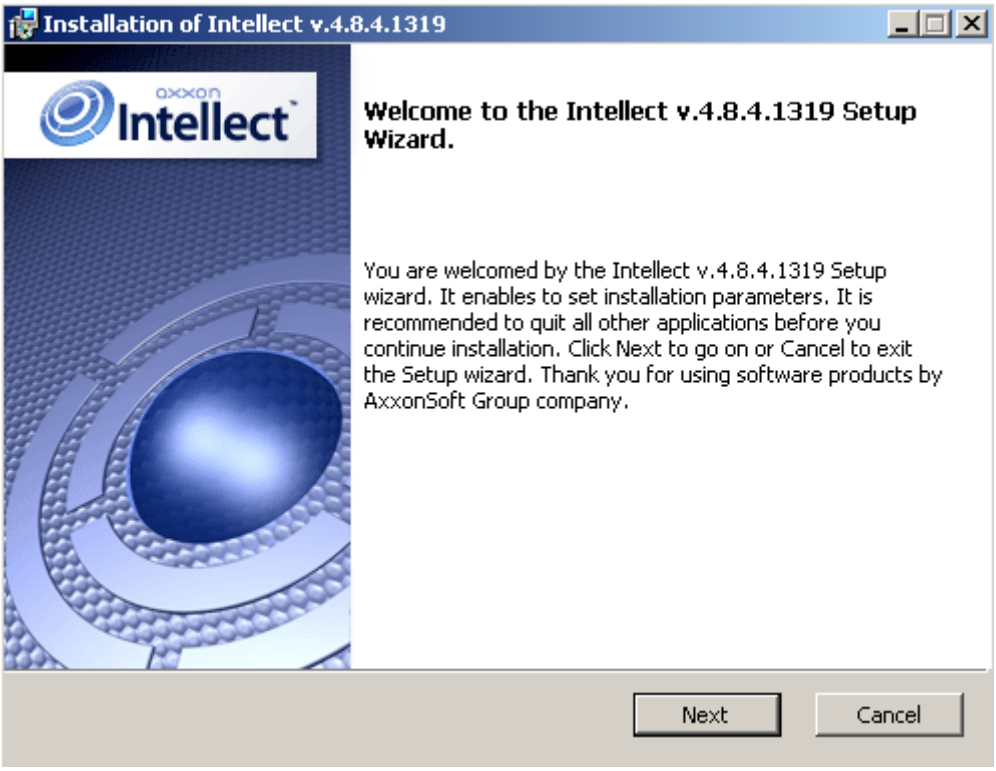

Figure 5.1-8 Welcome to installation wizard
After this the "Welcome to the Intellect Setup Wizard" box is displayed (Figure 5.1-8).
9. Click the “Next” button (Figure 5.1-8).